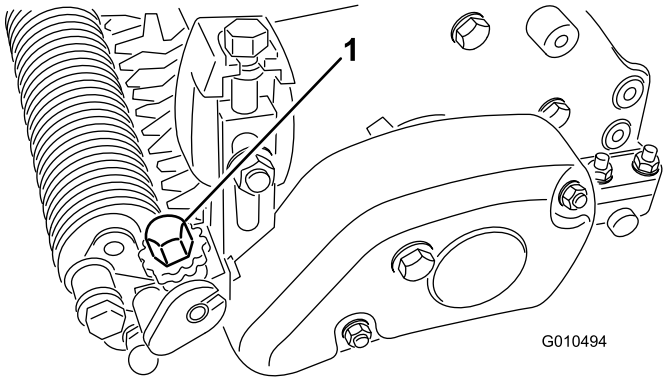

図 25
6. グルーマ高さ調整ノブを使って、グルーマの刃の高さを希望の高さに調整する図 25。